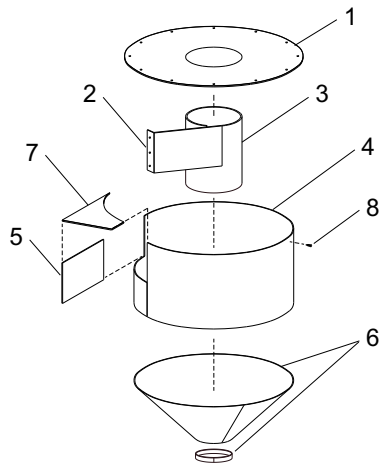

Figure 57
**Reclaimer Rubber Liners, 600 cfm only – Figure 57**